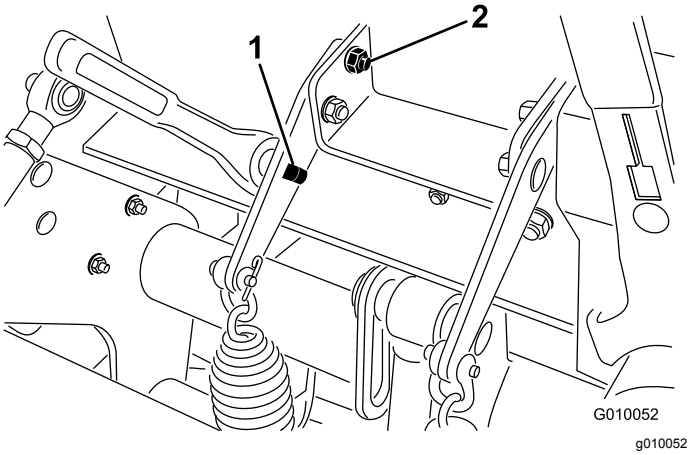

Figur 38
3. Sæt en skraldenøgle på 1/2 tomme eller et ledhåndtag ind i det firkantede hul i fjederpladen (Figur 38).